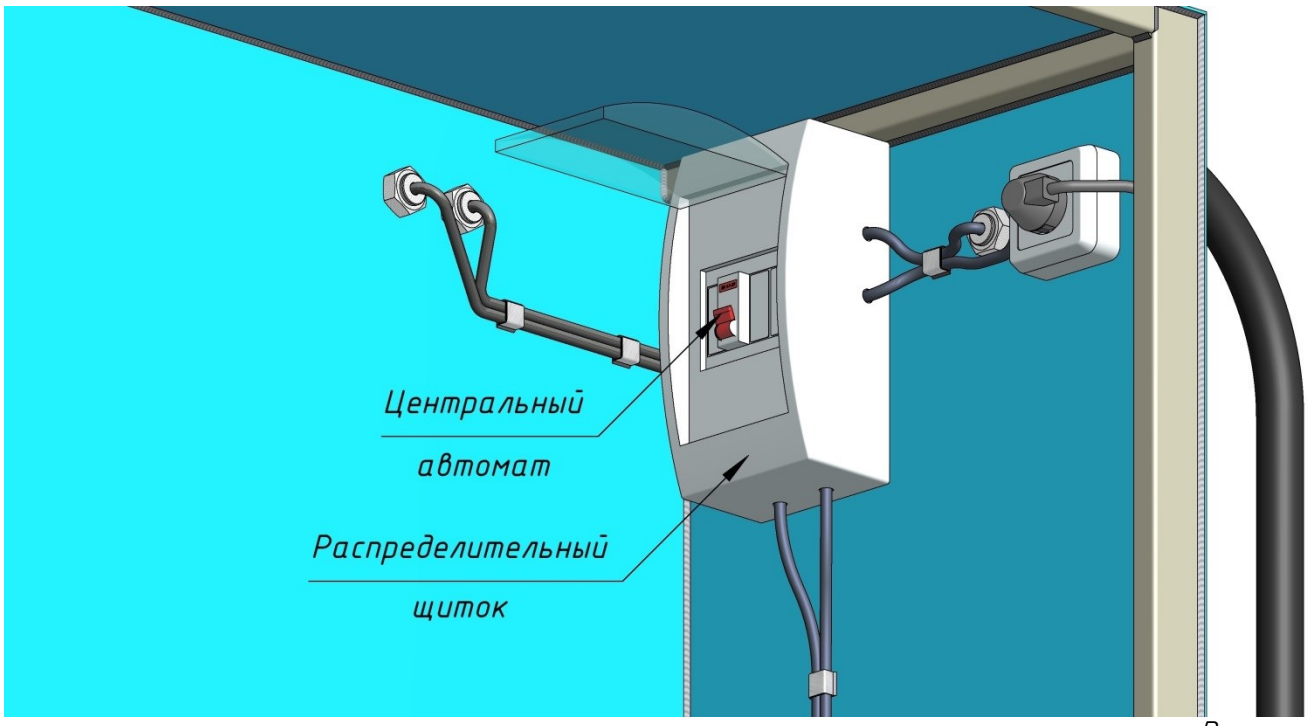

Рисунок 6
– включить центральный автомат, расположенный в распределительном щитке на правой стенке насосного отсека ПМК (смотри рис. 6);
5.1. Убедиться в том, что центральный автомат включен (смотри рис. 6);